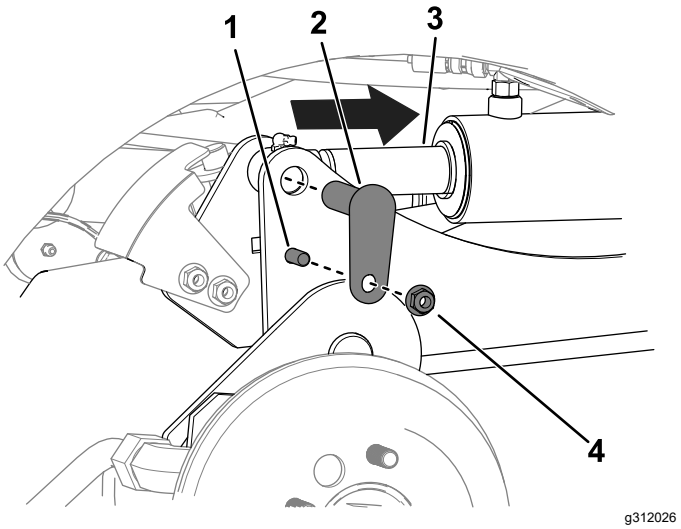

Figur 11
C. Brug en spredningsstanser til at justere cylinderstangens huller med løftearmens huller (Figur 11).
D. Brug 2 bolte (⅜" x 1¼"), 2 møtrikker (⅜") og 2 små tapper for at fastgøre løftearmene på cylindrene (Figur 11).